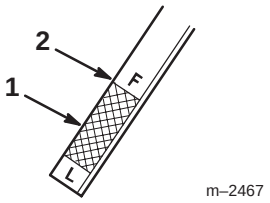

Bild 45
6. Schrauben Sie den Ölpeilstab vollständig in das Einfüllrohr (Bild 7). Ziehen Sie den Peilstab wieder heraus und kontrollieren das Metallende. Der Ölstand muss bei einer kalten Antriebsachse im Betriebsbereich liegen, d.h. unter der VOLL-Marke am Peilstab (Bild 45).